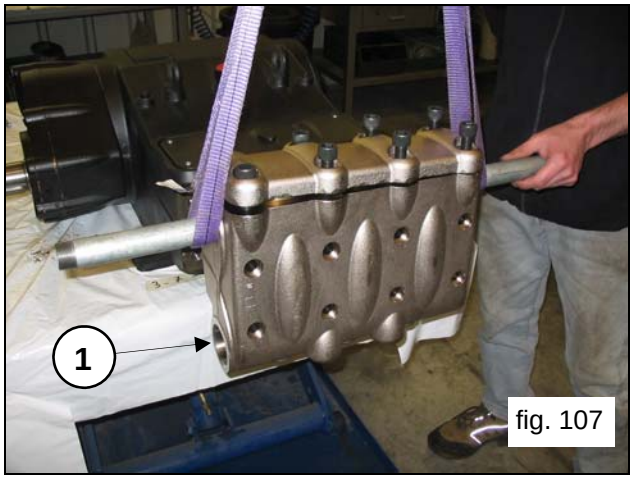
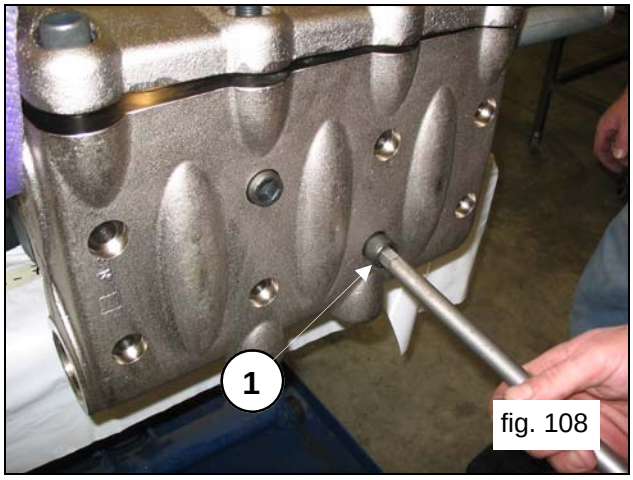

fig. 107
fig. 108
Assemble the head on the pump casing (pos.①, fig.107) being careful not to bump against the pistons, and fasten the 8 M16x180 screws (pos.①, fig.108).
Fasten the M16x1808 screws starting from the 4 internal screws cross-wise (see fig.107), and then proceed with the 4 external screws, again fastening cross-wise.